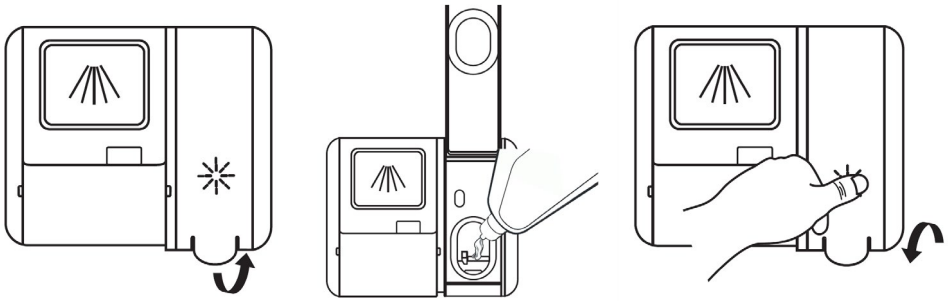

Rys. 3 Rys. 4 Rys. 5
2. Otwórz pokrywę pojemnika na nabłyszczacz, jak pokazano na Rys. 3.